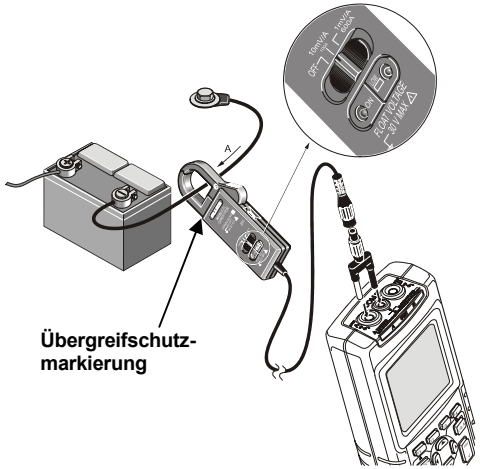

Abbildung 2. Messaufbau.
- **Die Stromzange nicht vor die Übergreifschutzmarkierung halten, siehe Abb. 2**
Gehen Sie folgendermaßen vor (siehe Abbildung 2):